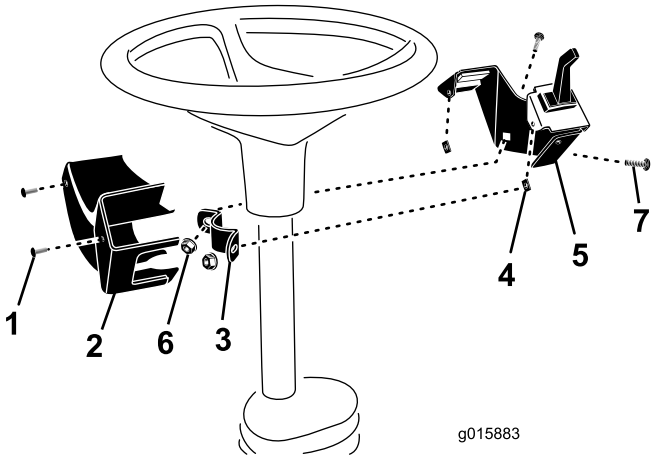

Figure 5
1. Montez le support de colonne sur la colonne de direction avec la fixation, (2) vis de carrosserie 3/8" x 1" et écrous à embase 3/8". Positionnez le support de colonne aussi haut que possible sur la colonne de direction, comme illustré à la Figure 5. Le support de la colonne de direction ne doit pas gêner le volant.
2. Après avoir connecté le faisceau de câblage, posez les écrous de verrouillage qui fixent le couvercle au support de colonne avec deux vis (Figure 5).